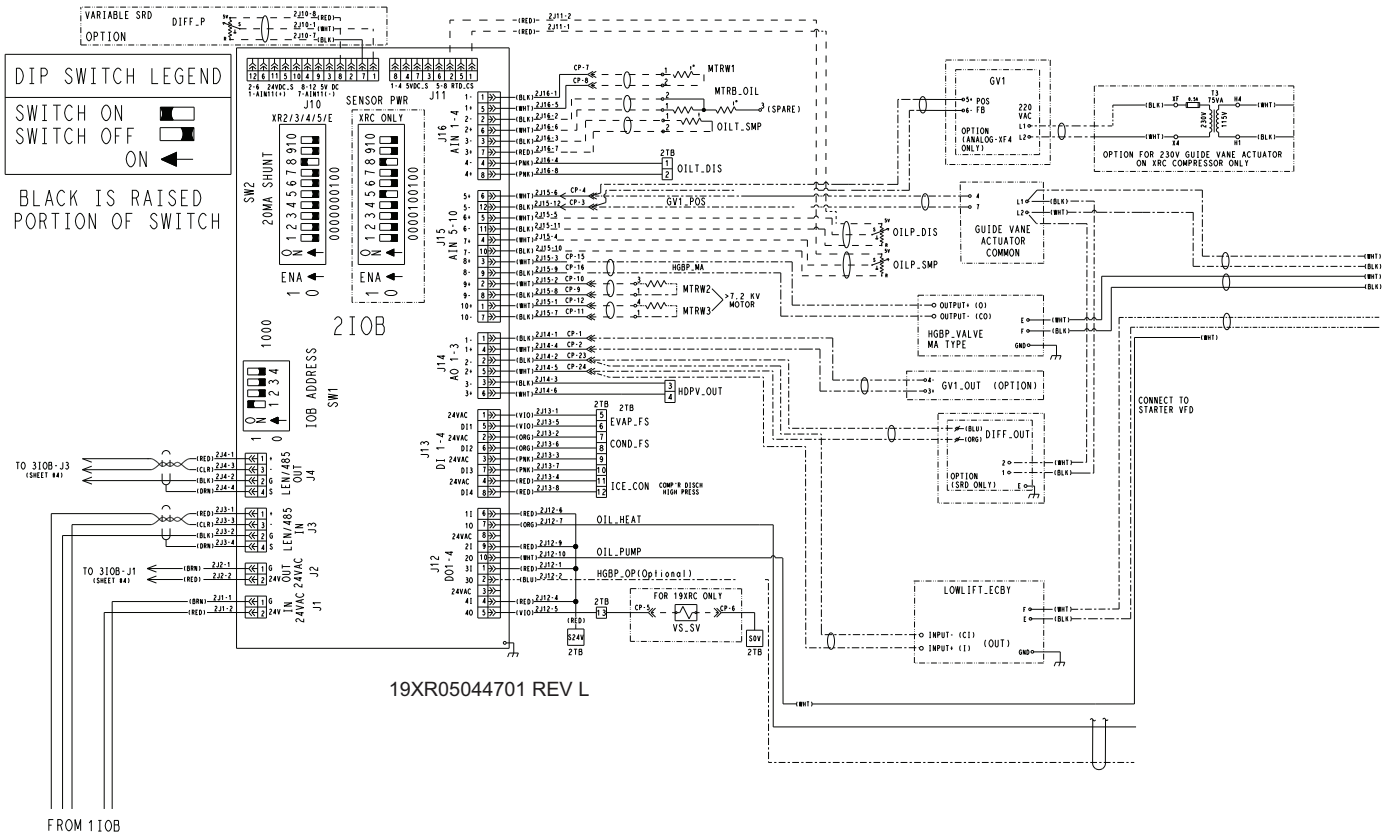

Fig. 5 — 19XR2-E IOB2
a. See Fig. 5 for IOB2 wiring diagram.
b. For pressure readings, only Vout (output) terminal is indicated. See Fig. 5 for Vin (+) and ground (–).